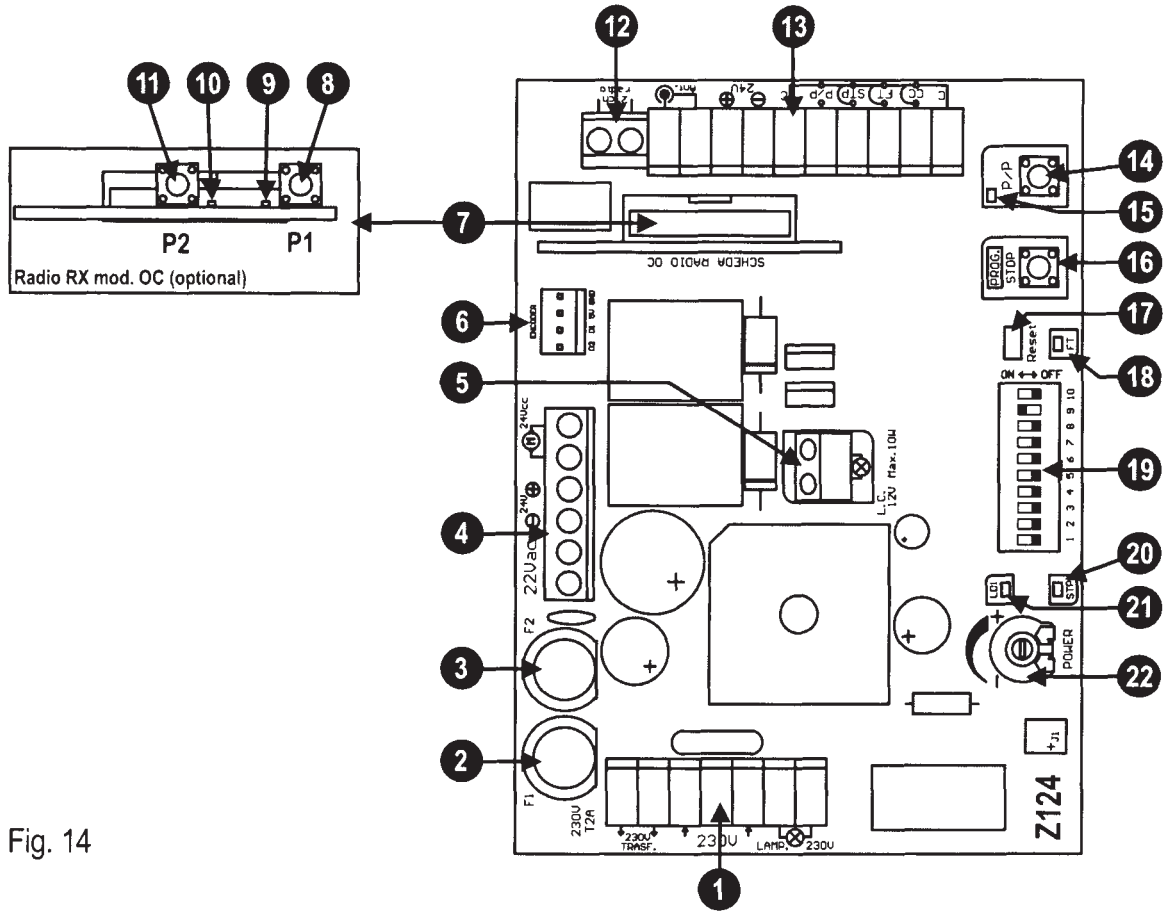

Fig. 14
E DESCRIPCIÓN DE LAS PIEZAS (fig. 14)
1) Manteniendo pulsado el botón PROG. haga un reajuste cortocircuitando con el destornillador el jump Reset (det. 17 de fig. 14).
9) Para volver al funcionamiento normal, realice un reajuste de la central (cortocircuite el conector, det. 17 de fig.14)
Durante la etapa de aprendizaje se accionará varias veces el botón P/P (det. 14 de la fig. 14), como alternativa se puede utilizar el mando P/P (borne 14, fig. 15), o bien el transmisor memorizado en el primer canal del receptor.
- **Lenta** si el dip 9 está en posición ON (det. 19 de fig. 14).